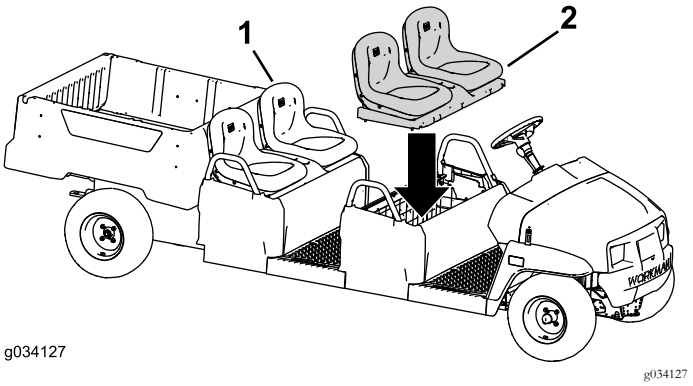

Bild 99
2. Bauen Sie den Originalsitz an der hinteren Sitzreihe ein (Bild 99).
3. Bauen Sie den Sitz an der vorderen Sitzreihe ein (Bild 99).